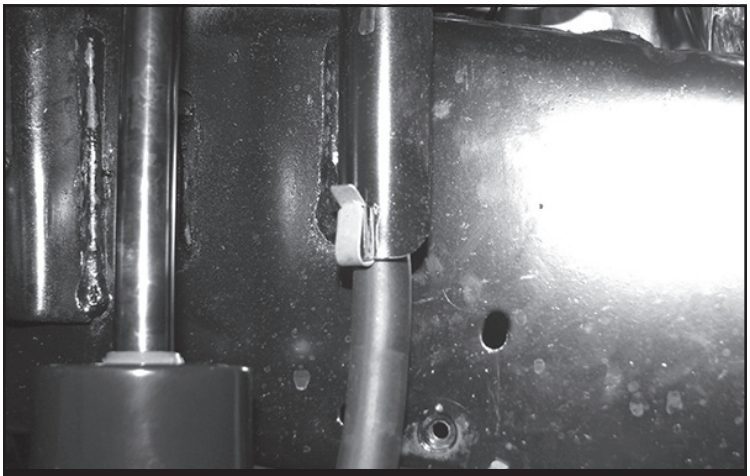
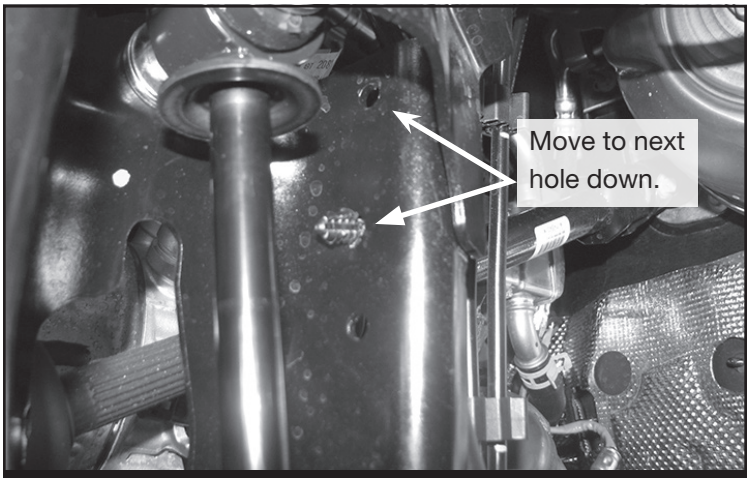

FIGURE 18 - STEP 18
FIGURE 19 - STEP 18
18. Reinstall the diff breather hose by moving the metal clip up the hose 2” **SEE FIGURE 18** and the christmas tree fastener into the next hole down. **SEE FIGURE 19.**